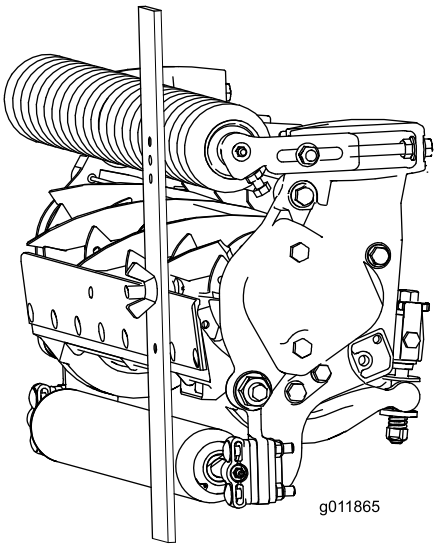

Rysunek 19
3. Zahacz łeb śruby o krawędź tnącą noża dolnego i oprzyj tylny koniec pręta na rolce tylnej (Rysunek 19).
4. Obracaj śrubę regulacyjną aż przednia rolka dotnie pręt wskaźnika (Rysunek 19). Wyreguluj oba końce rolki, aby cała rolka była równoległa do noża dolnego.